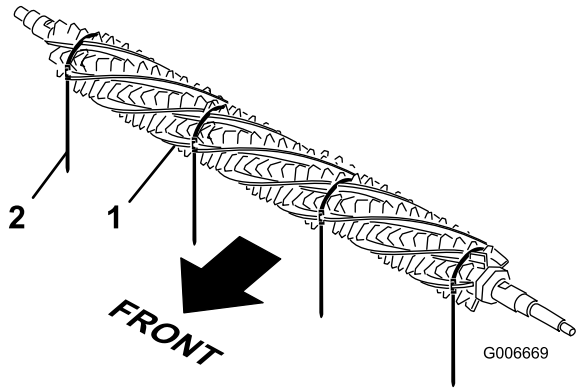

Figuur 36
1. Schuif vanaf één kant van de messenkooi van de groomer een borstel in elke groef over de gehele lengte van deze messenkooi (Figuur 36).